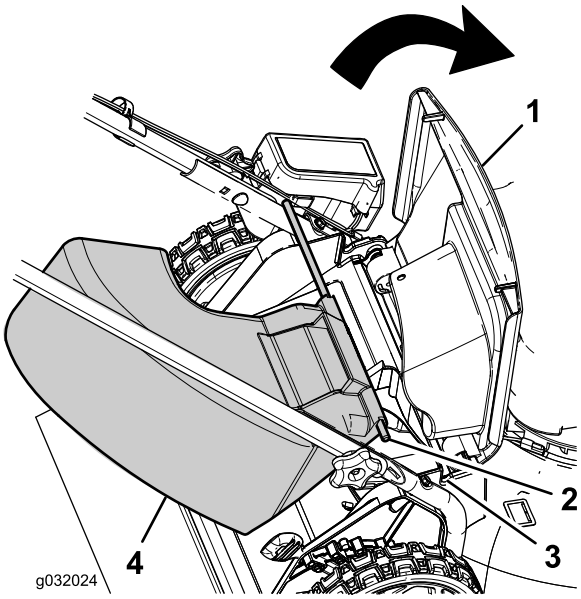

Figur 21
1. Løft opp gressavlederen (Figur 21).
2. Sett stangendene til sideutslippssjakten inn i hakkene på håndtaksbrakettene (Figur 21).